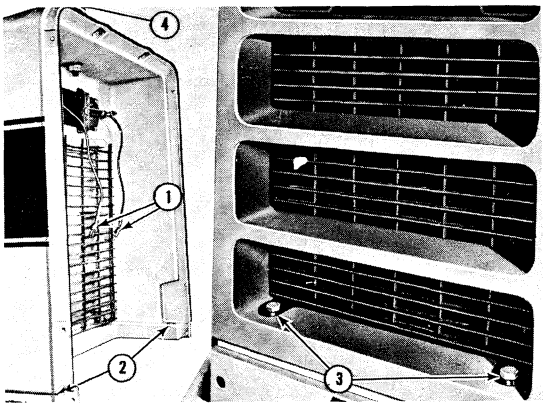

Figure 12
3. Disconnect the shift push rod assembly from the shift shaft lever above the motor, Figure 12, by removing the rod ball joint nut and allow the rod to drop out of the shaft lever.
6. Remove the four radiator shell mounting bolts and remove the radiator shell, Figure 12.
3. Position the radiator shell on the wheel loader frame and secure with the four mounting bolts, Figure 12. Remove the eye bolt from the radiator shell.